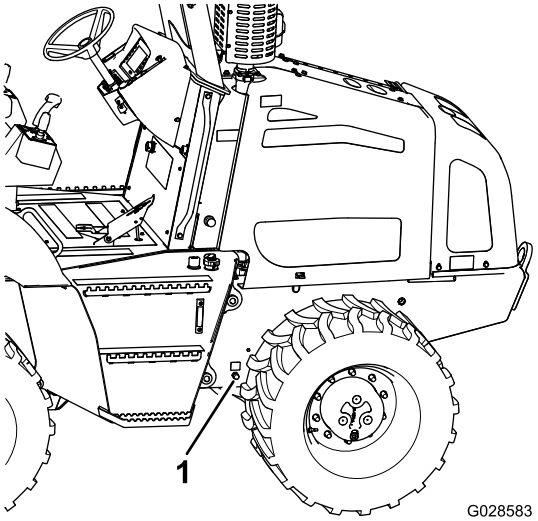

Rysunek 63
4. Pod spustem oleju w silniku umieść miskę drenażową o pojemności przynajmniej 20 l (Rysunek 63).
5. Zdejmij korek ze spustu i poczekaj na całkowite spłynięcie oleju (Rysunek 63).
7. Załóż korek na odpływ (Rysunek 63).
1. Zdejmij korek z pokrywy zaworów, obracając go i pociągając do góry (Rysunek 63).